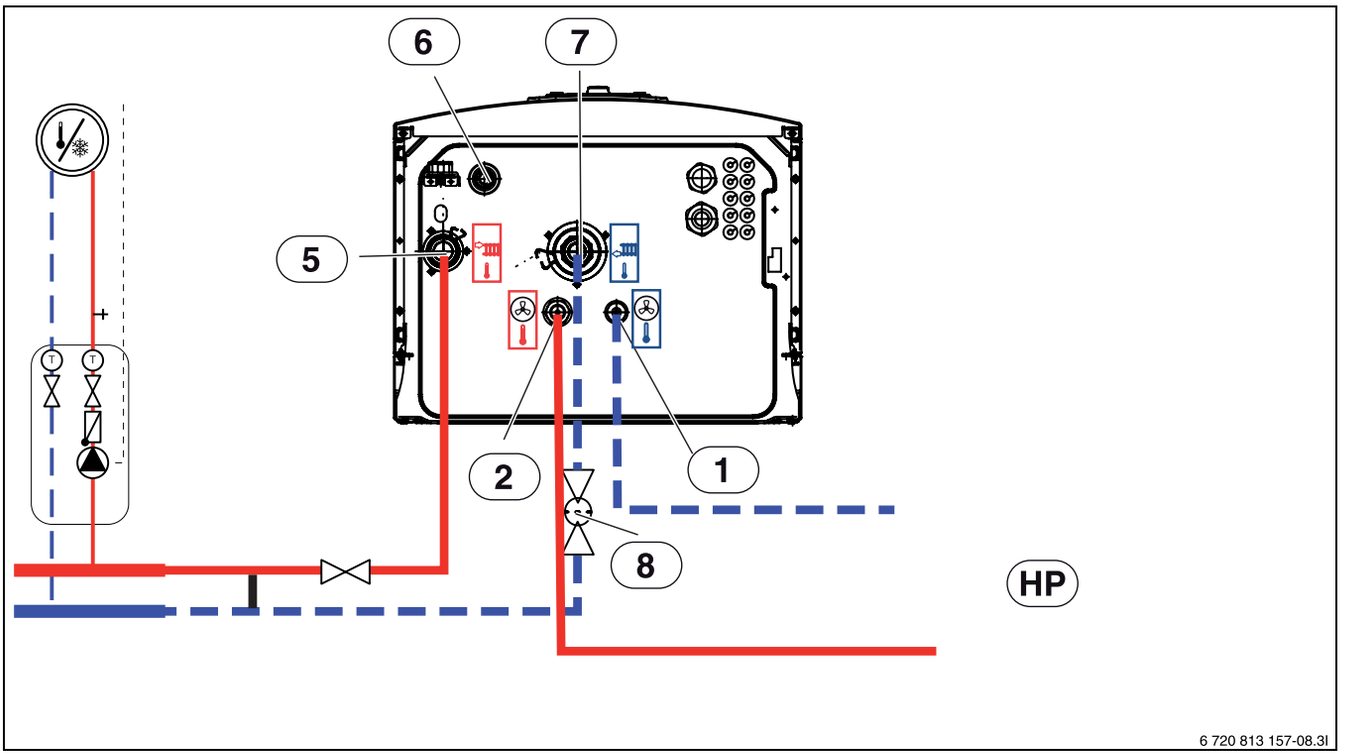

Bild 7 Anschluss einer Inneneinheit mit Elektro-Heizeinsatz an eine Wärmepumpe und ein Heizsystem
1. Ablaufschlauch von [6] Abb. 7 zu einem frostfreien Ablauf führen.
2. Wärmeträgerflüssigkeitsrohre von der Wärmepumpe an [2] Abb. 7 anschließen.
3. Wärmeträgerflüssigkeitsrohre zur Wärmepumpe an [1] Abb. 7 anschließen.
4. Rücklauf vom Heizsystem an [7] Abb. 7 anschließen.
5. Vorlauf zum Heizsystem an [5] Abb. 7 anschließen.